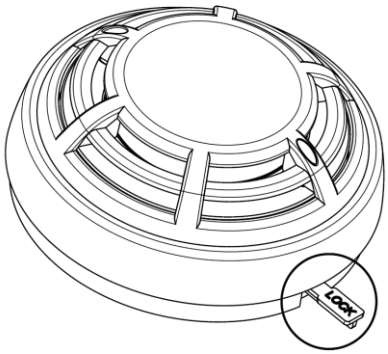

Fig.4
- Se il rilevatore è bloccato alla base, per sbloccarlo , inserire prima la chiave nella posizione specificata (Fig. 4) e ruotare il rilevatore in senso antiorario;